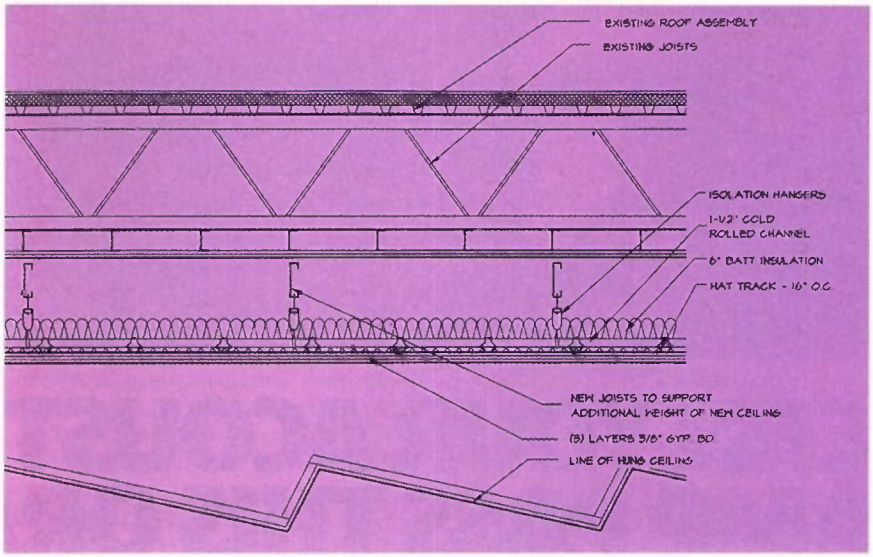

FIGURE 3: Warm climate roof structure.
3. Check load capacities on horizontal structures. Commercial studios need floor and ceiling live loads that are typically greater than residential. Try to have at least 60 #/s.f. live load for a floor and have a ceiling that can accept an additional live load of 15–20 #/s.f., particularly where there is a likelihood that a suspended ceiling skin of some sort will be required. The skin alone could weigh 10 #/s.f. (see fig. 2). I have seen a number of larger studios in warm climates, such as Florida, run into this problem, since roof structures will typically be very light, not being designed for snow loads (see fig. 3).